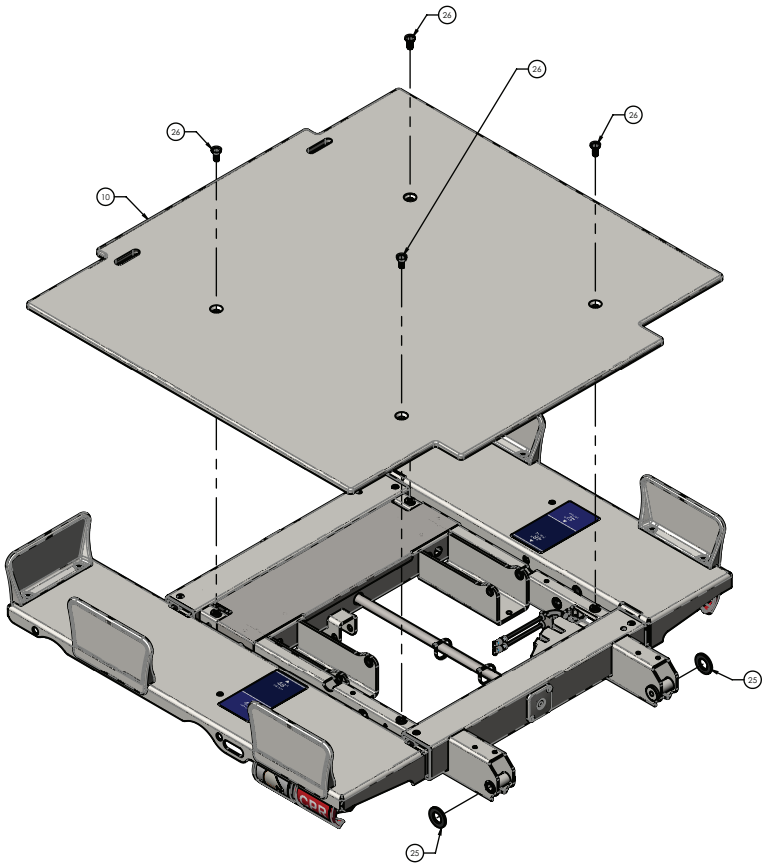

Figure 15 – Remplacement de la carte DPM, tête
9. À partir de la tête gauche, utiliser une clé Torx T40 pour retirer et conserver les quatre vis (26) qui fixent la surface du plan de couchage du relève-buste (10) au châssis du relève-buste (Figure 15). Retirer et conserver la surface du plan de couchage du relève-buste.